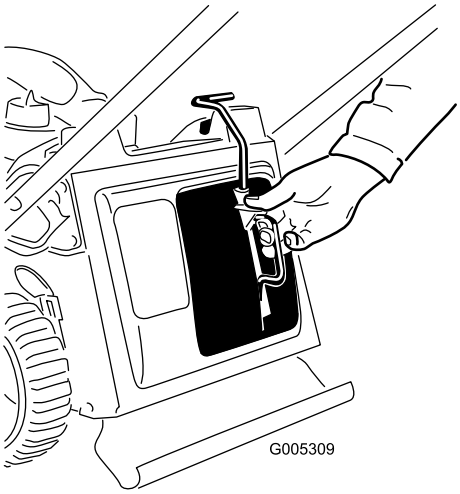

Figur 25
1. Ta bort mullningspluggen (Figur 25).